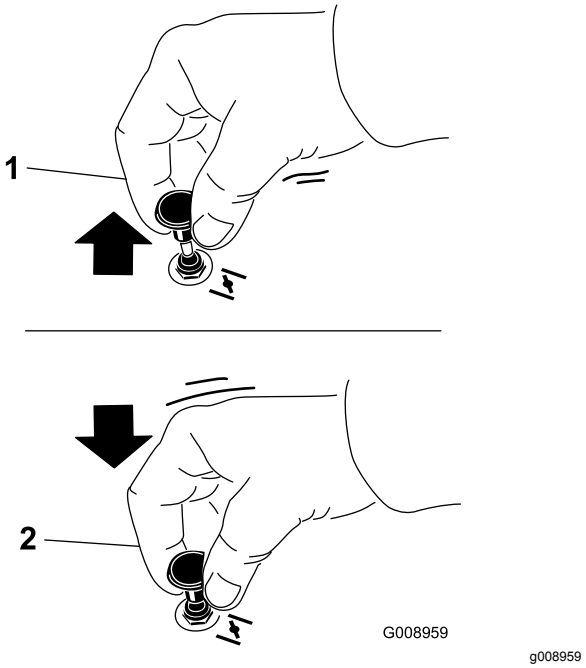

Figur 16
1. Dra upp chokereglaget så att choken aktiveras innan du använder tändningslåset (Figur 16).
2. Koppla ur choken genom att trycka ned den när motorn har startats (Figur 16).